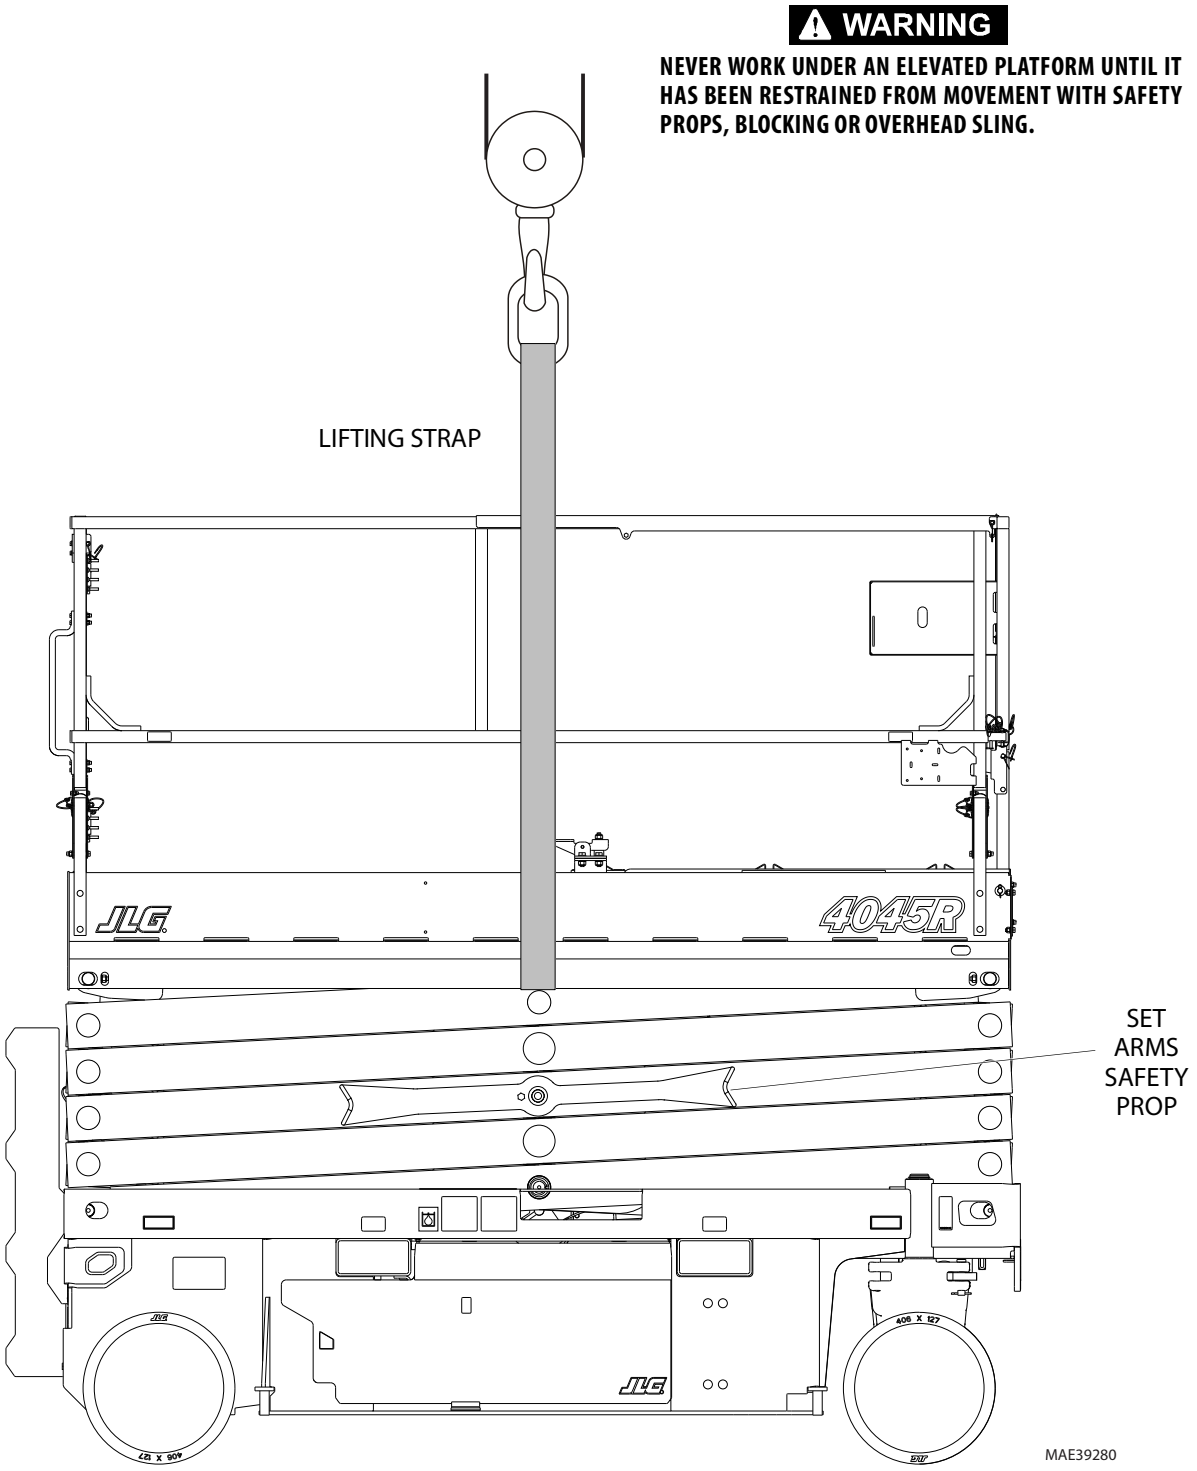

Figure 3-27. Arms and Platform Positioning with Overhead Support
The arm stack can be supported by using an overhead crane, (See Figure 3-27.). If an overhead crane is not available the stack may also be lifted by using a fork-truck using the following instructions:
1. Support the platform using an overhead crane with straps capable of lifting at least 500 lbs. (227 kg) (See Figure 3-27.).